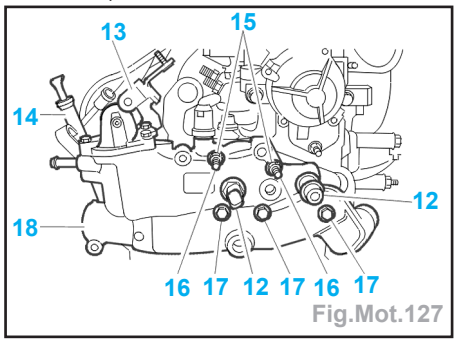

Fig.Mot.127
- le pignon d'arbre à cames (10),
- le couvre-culasse (11), dans l'ordre indiqué.
- Débrancher les connecteurs (12) (Fig. Mot.127).